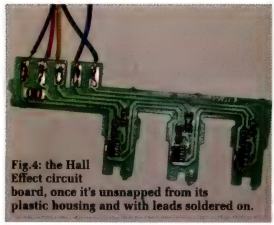
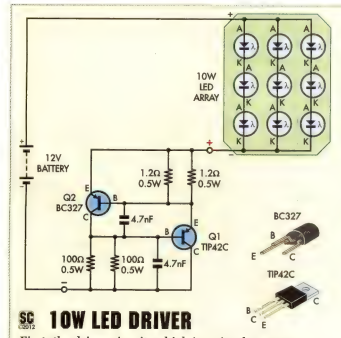

**Fig.4: the Hall Effect circuit board, once it's unsnapped from its plastic housing and with leads soldered on.**
**Fig.1: the driver circuit, which is a simple constant-current regulator, drives the 3 x 3 LED array with a current of about 1A.**
There is a little carrier for the Hall sensors. I found it was easy to take off once the rotor was removed and it simply slides out to reveal the circuit board as shown in Fig.4.
Referring again to Fig.4, you will see that the sensors require a voltage supply (red and black wires) and output their signals on the blue, green and yellow wires. I found that the sensors are open collector, meaning that they are effectively open circuit until a magnetic south pole is brought up to the face of the IC.
Self calibration also makes wiring very easy. The driver comes with pre-wired plugs that are nicely labelled and the only thing to be careful of is to wire the Hall Effect power supply from the driver to the correct leads on the Hall Effect board (have another look at Figs. 4 and 6).
I then wired the rest of the Hall Effect leads as shown in Fig.4 to the same colour leads on the driver and then randomly assigned the fat yellow, blue and green power leads to motor phases A, B & C in that order (have a close look at Fig.1). The fat black and red leads are then obviously the 36V power supply.
**Fig.8b: generic Chinese driver with the leads separated into their functional groups. In front are the Hall Effect sensor leads with the same colour coding as Fig.4. The throttle pot is at front and the fat yellow blue and green leads at top right are power to the motor.**
This two-transistor circuit shown in Fig.1 doesn't have this drawback yet still manages about 80% efficiency, when used with a 12V source. It has only two connections, power in and power out and it can be connected in series with the positive or negative side of the LED array.
Fig.1 shows a comparison of the harmonic distortion between both channels of the original and the new DAC design. These tests were performed on the same unit with just the DAC boards swapped, so they give an apples-to-apples comparison.
**Fig.1: harmonic distortion (ignoring noise) versus frequency for the original (DSD1796-based) and new (Crystal CS4398-based) DACs. The newer design has lower distortion overall but especially above 2kHz. The channels differ slightly due to layout asymmetries and differences in the ICs themselves. The spikes at 1.2kHz and 9kHz are due to aliasing between the test and sampling frequencies.**